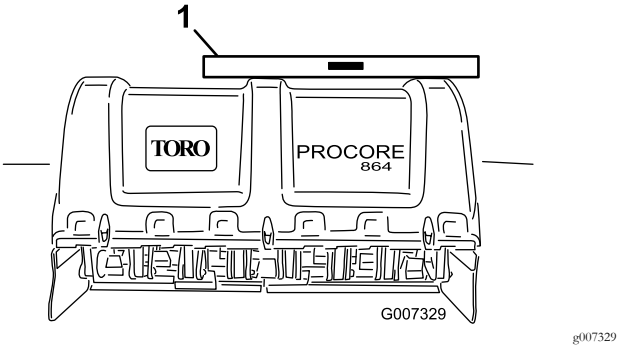

Figuur 15
2. Plaats een waterpas bovenop het frame van de beluchter om te controleren of deze waterpas staat (Figuur 15).